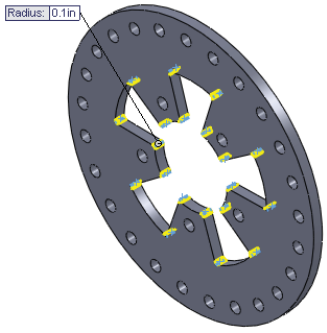

Figure 2-45 *Preview of the fillet feature*
3. Select the required edges of the model from the drawing area to create fillets; the preview of the fillet feature with the default radius value is displayed in the drawing area, refer to Figure 2-45. Also, a callout is displayed attached to the preview of the fillet with its current radius value. The names of the selected edges of the model are displayed in the selection area of the **Items To Fillet** rollout of the **Fillet PropertyManager**.